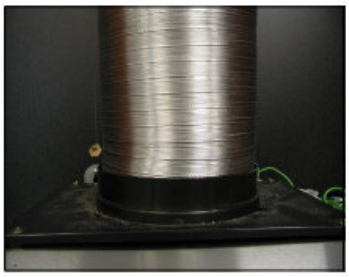

Figura 6
5) Utilice un tubo de acero o aluminio para conectar el escape plástico que se encuentra en la campana, a la red de conductos arriba. Utilice cinta de aislar para que todas las uniones queden fijas y herméticas, como se muestra en la Figura 6.